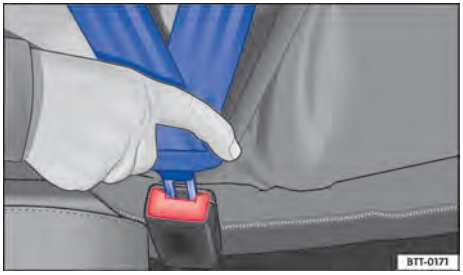

Fig. 23 Insertar la lengüeta del cinturón de seguridad en su cierre.
3. Inserte bien la lengüeta del cinturón en el cierre del cinturón correspondiente a la plaza → Fig. 23.